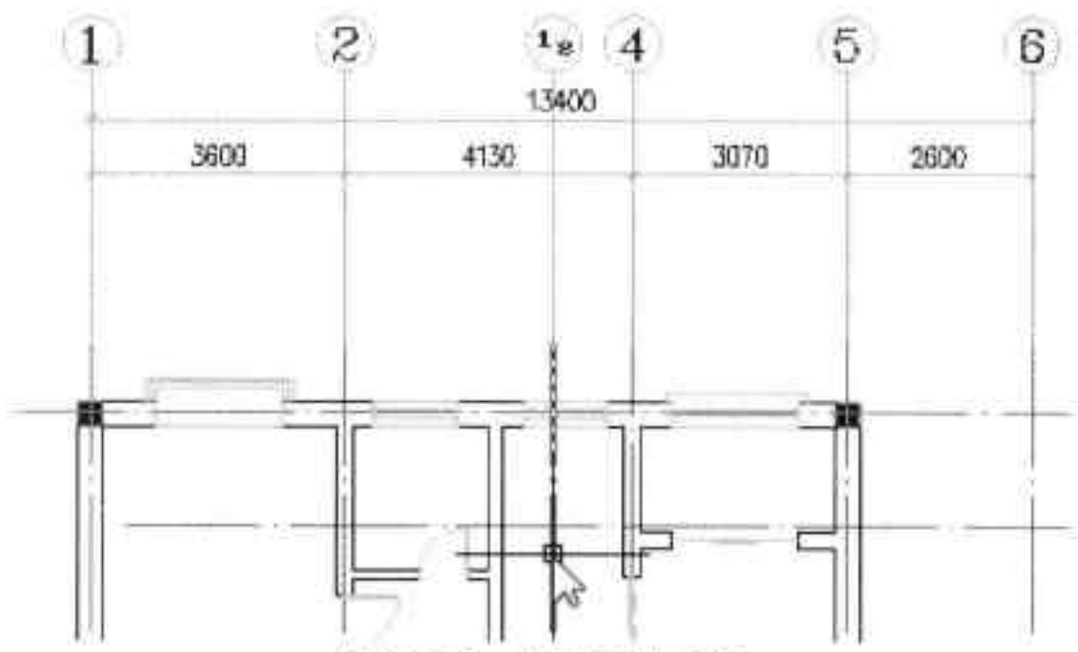

图17-78 完成单轴标注
Step 02 在绘图区域中选择所需轴线即可完成操作，如图 17-78 所示。